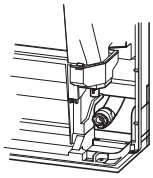

Fig. 4
- Lors de l'acheminement de la tuyauterie de vidange, veillez à acheminer le tuyau de vidange (1) comme indiqué. (Fig. 4)